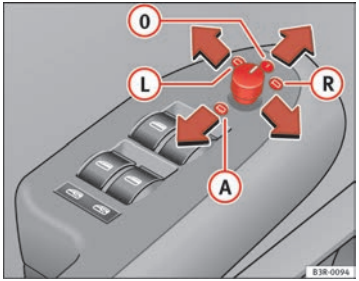

Fig. 104 Detailed view of the armrest: Adjuster knob
– Turn the adjuster knob to position ⇒ fig. 104 (L) (left exterior mirror) or position (R) (right exterior mirror).
When reverse gear is engaged, the mirror surface tilts slightly downwards, provided the mirror control is switched to the exterior mirror on the passenger's side (knob in position R ⇒ page 131, fig. 104). This provides a better view of the kerb when parking.